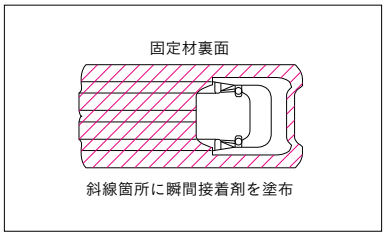

図7
②ホース固定材裏面外枠に瞬間接着剤を均一に塗布してください。(図7)